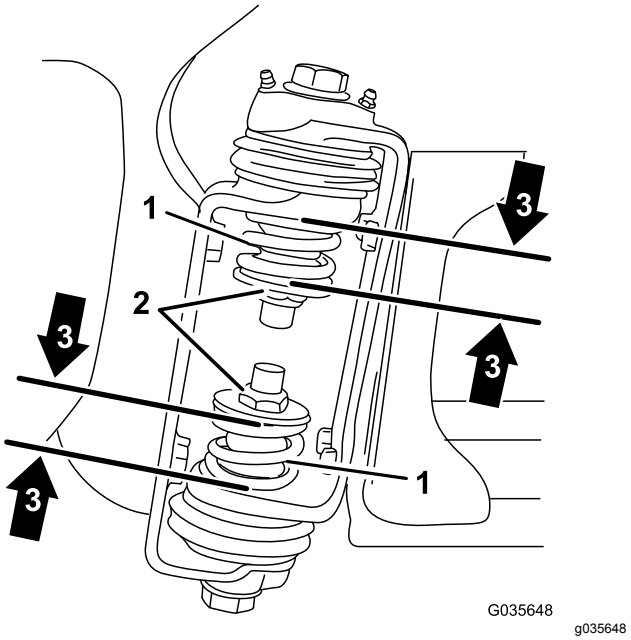

Rysunek 4
3. Po rozłożeniu sekcji zmierz stopień ściśnięcia górnych i dolnych sprężyn przy przegubach sekcji (Rysunek 4).